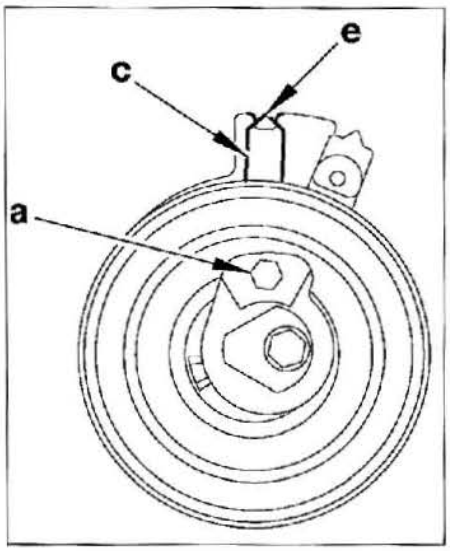

FIG. 16
- Llevar el índice "c" a su posición de reglaje "e" **(Fig.16)**